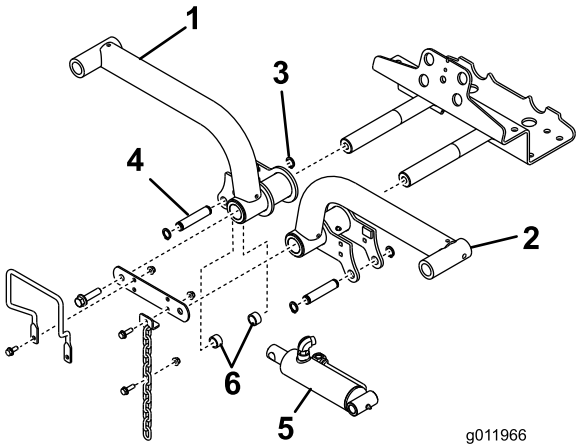

**Figur 15**
4. Indsæt løftearmene på løftearmenes drejeaksler (Figur 15), og fastgør hver løftearm med en drejeakselled og boltene, der blev fjernet tidligere.
6. Fastgør løftecylinderens højre ende til den højre løftearm med en tap og 2 afstandsstykker (Figur 15). Fastgør den med en låsering.